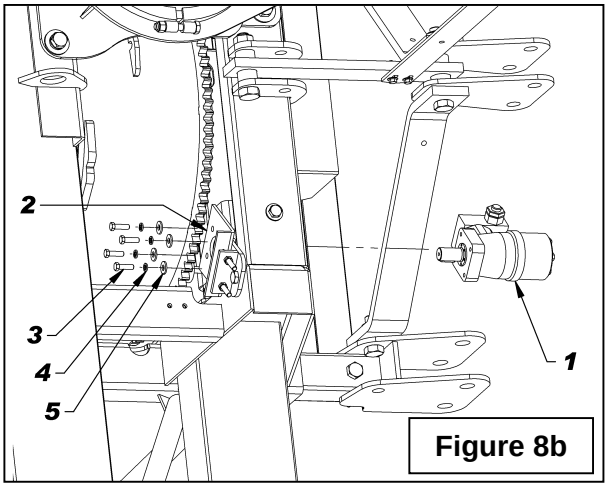
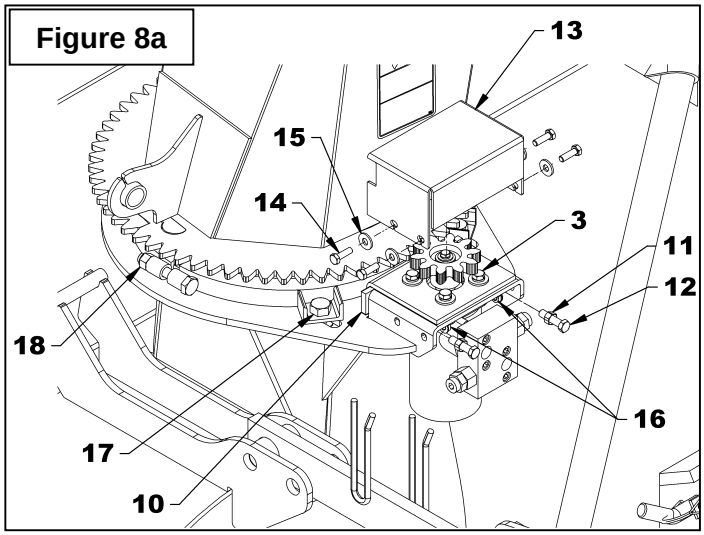

Figure 8b
Figure 8a
4. **Figure 8a**: Ajuster la distance entre l'engrenage de la chute et celle du moteur en suivant cette procédure:
- **A.** Desserrer légèrement les deux boulons (item 17) qui maintiennent la plaque de retenue.
- **B.** Visser les deux écrous (item 18) simultanément jusqu'à ce que la distance entre les plaques de retenue et le contour de la chute soient égaux.
- **C.** Resserrer les boulons (item 17) selon la ***"Table de Spécification des Couples"*** à la fin du manuel.
- **D.** Ajuster les engrenages à une distance de 1/32" à 1/16" en vissant les deux boulons (item 12). Verrouiller l'ajustement à l'aide des écrous (item 11) en les déplaçant contre le fer plat d'ancrage (item 10). Serrer les quatre boulons (item 3) à 30 lb-pi (41 N-M).
5. **Figure 8b**: Enlever l'engrenage et retirer un des boulons 3/8"NC x 1 1/4" (item 3) qui retiennent le moteur, appliquer du Loctite® 243 sur les filets du boulon et serrer à un couple de 33 lb-pi (45 N-M). Répéter pour les trois autres boulons.
6. **Figure 8a**: Réinstaller l'engrenage et le couvercle (item 13) à l'aide de quatre boulons 5/16" NC x 1" (item 14), rondelles plates 3/8" (item 15) du côté extérieur et quatre écrous à bride rainurée 5/16" (item 16) du côté intérieur. Serrer selon la *"Table de Spécification des Couples"* à la fin du manuel.